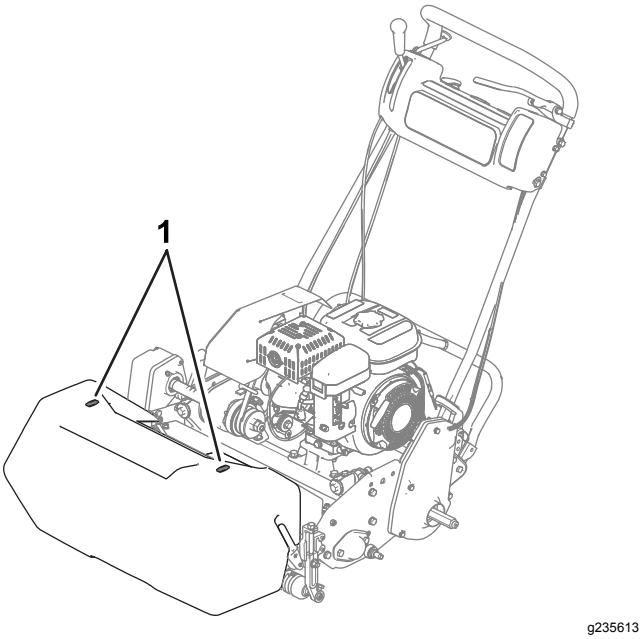

Figur 22
- Innrettingsstripene på kurven hjelper deg å holde en rett linje på tvers av plenen og å holde maskinen på lik avstand fra kanten på forrige klipping (Figur 22).